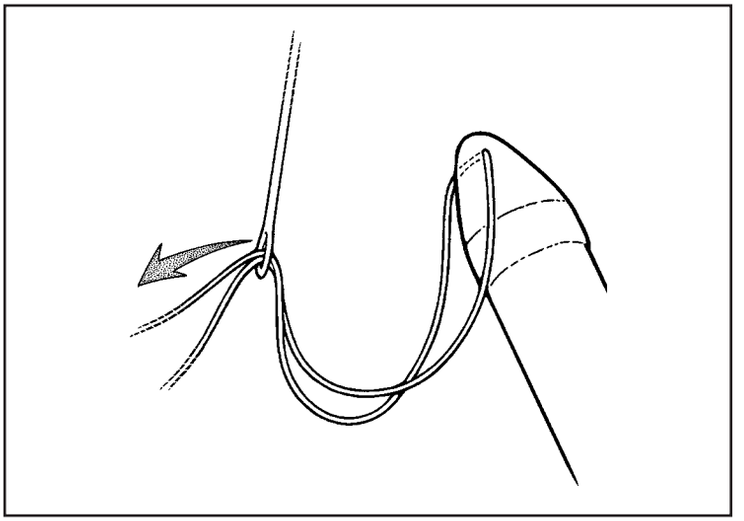

Figure 25. Insert traction suture into Keith Needle
4. Withdraw the obturator to the "retracted" or "locked" position. Pass both ends of the cylinder traction suture (approximately 10 cm) through the eye of a Keith Needle (Figure 25).